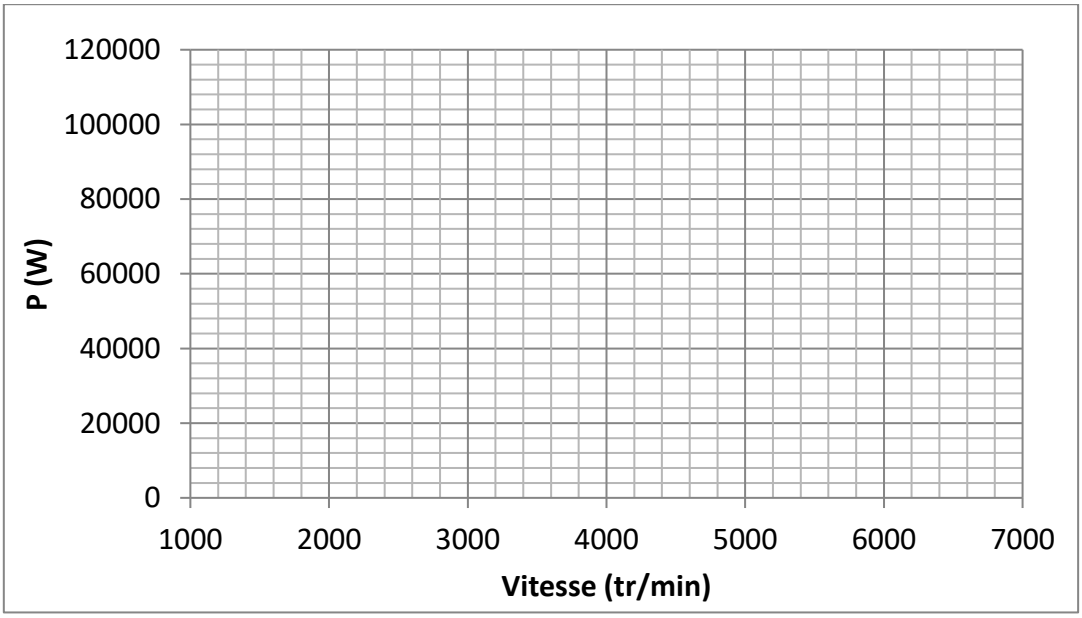

Figure 2 : courbe de puissance maximale du moteur thermique
1.1 Tracez en Figure 2 la courbe de puissance maximale du moteur (W) en fonction de la vitesse de rotation du moteur (tour/min).